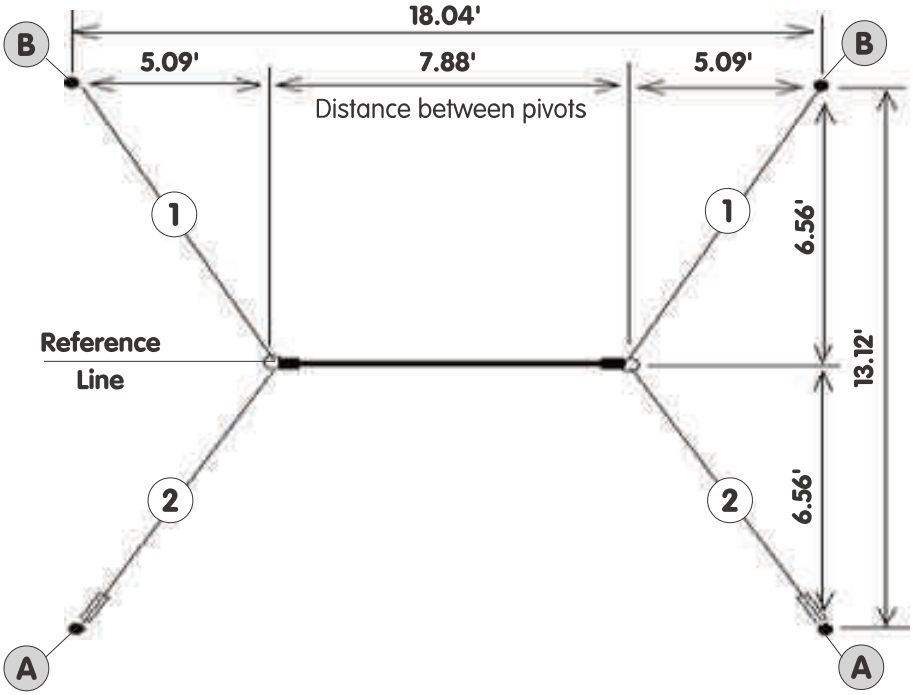

Figure 1
1 - Floor positioning (see **Fig. 1 or 2**):
- Identify the location of each cable using **Fig. 1 or 2** (on page 2) and the general view (on 1st page).